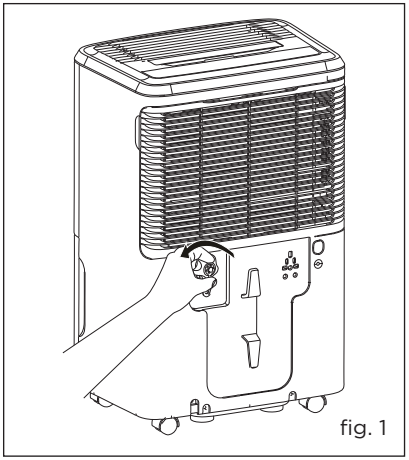

fig. 1
b. Dévissez le bouchon de purge à l'arrière de l'unité. (fig. 1)